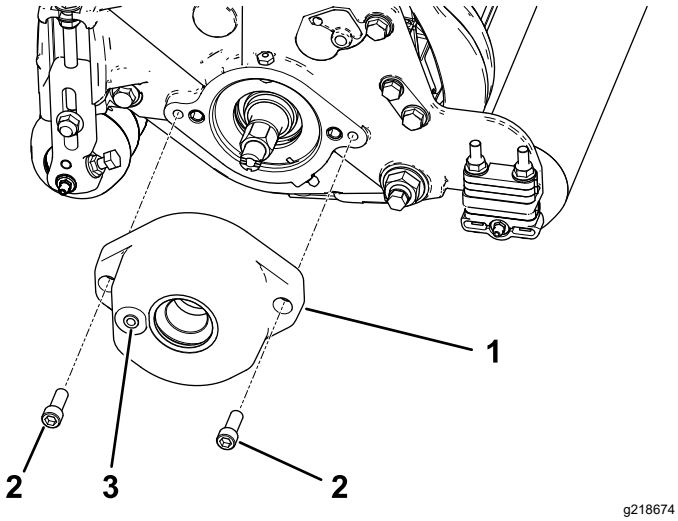

**Рисунок 5**
3. Установите корпус щетки катка на корпус подшипника барабана с помощью 2 болтов с шестигранными головками; см. Рисунок 5.